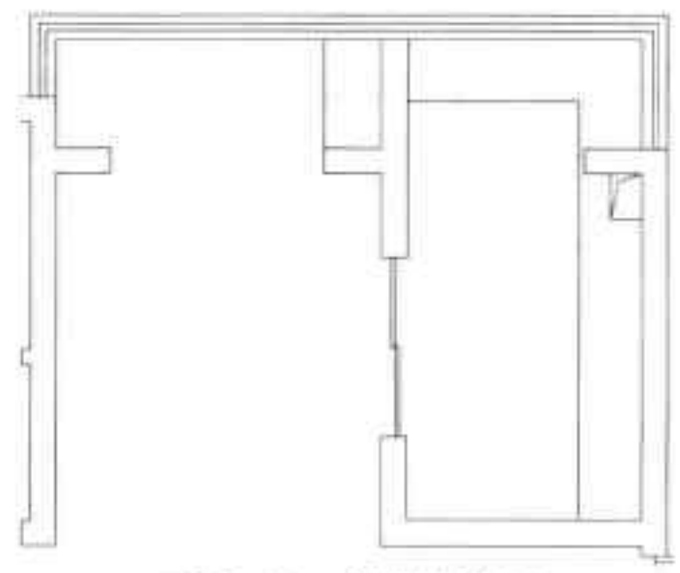

图19-31 绘制储物柜
Step 04 执行“直线”命令，绘制餐厅阳台区域储物柜，如图19-31所示。